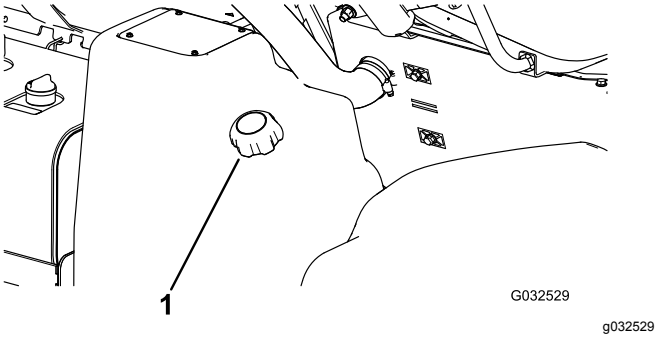

**Рисунок 15**
2. Очистите поверхности вокруг крышки топливного бака (Рисунок 15).